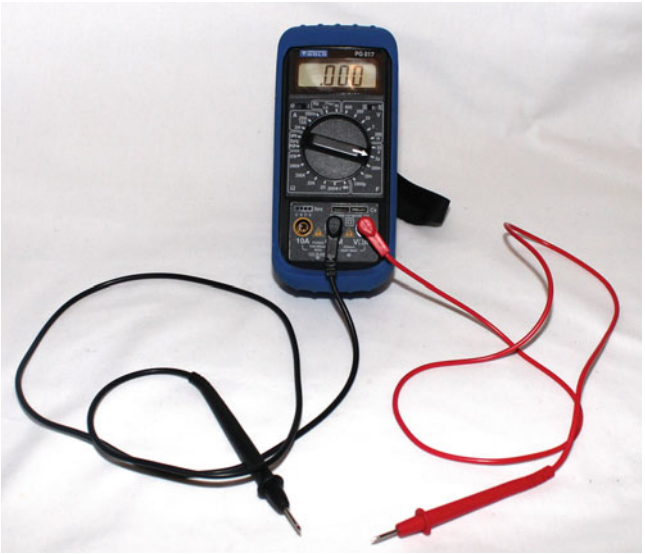

Figure 10-10. *Multimeter*
A multimeter is a test tool that can take a number of different measurements on an electronic circuit. These can vary in price considerably depending on the required functionality and accuracy. My primary multimeter is a reasonable quality meter shown in Figure 10-10. A less expensive meter should be sufficient for most purposes, although I recommend looking for one with an audible connectivity tester (sometimes missing from the cheaper ones). It's not essential but can make it a little easier when you don't have to look at the screen when testing for a broken connection.
- Other measurements—Some multimeters also include additional features. The one shown in Figure 10-10 includes a transistor tester, capacitor measurement, and frequency setting.